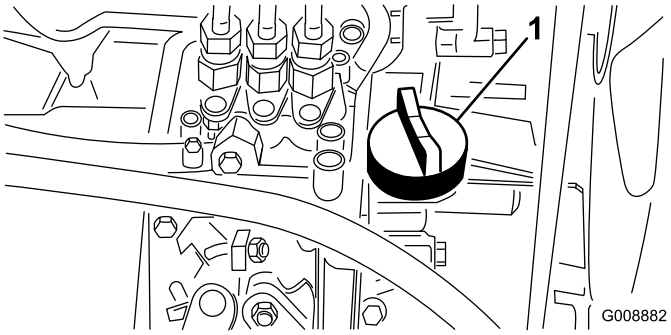

Rysunek 38
4. Jeśli poziom oleju okaże się za niski, odkręcamy korek wlewu (Rysunek 38) i stopniowo dodajemy olej małymi